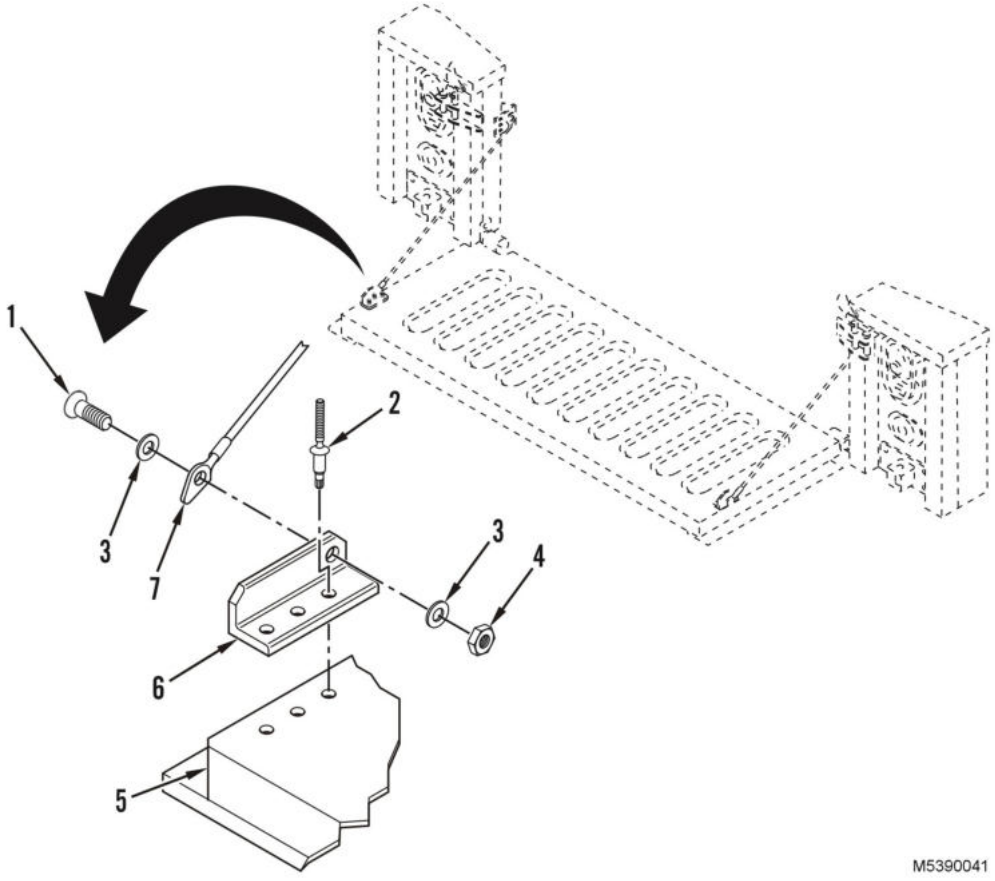

Figure 1. Tailgate Lanyard and Mount Removal and Installation.
1. Remove locknut (Figure 1, Item 4), shoulder screw (Figure 1, Item 1), two washers (Figure 1, Item 3), and lanyard end (Figure 1, Item 7) from tailgate lanyard mount (Figure 1, Item 6). Discard locknut.
2. Remove three rivets (Figure 1, Item 2) securing tailgate lanyard mount (Figure 1, Item 6) to tailgate (Figure 1, Item 5). Remove lanyard mount. Discard rivets.
1. Install three rivets (Figure 1, Item 2) securing tailgate lanyard mount (Figure 1, Item 6) to tailgate (Figure 1, Item 5).
2. Install shoulder screw (Figure 1, Item 1), two washers (Figure 1, Item 3), new locknut (Figure 1, Item 4), and end (Figure 1, Item 7) of lanyard to tailgate lanyard mount (Figure 1, Item 6).